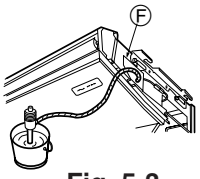

Fig. 5-3
5.3. Comprobación del desagüe (Fig. 5-3)